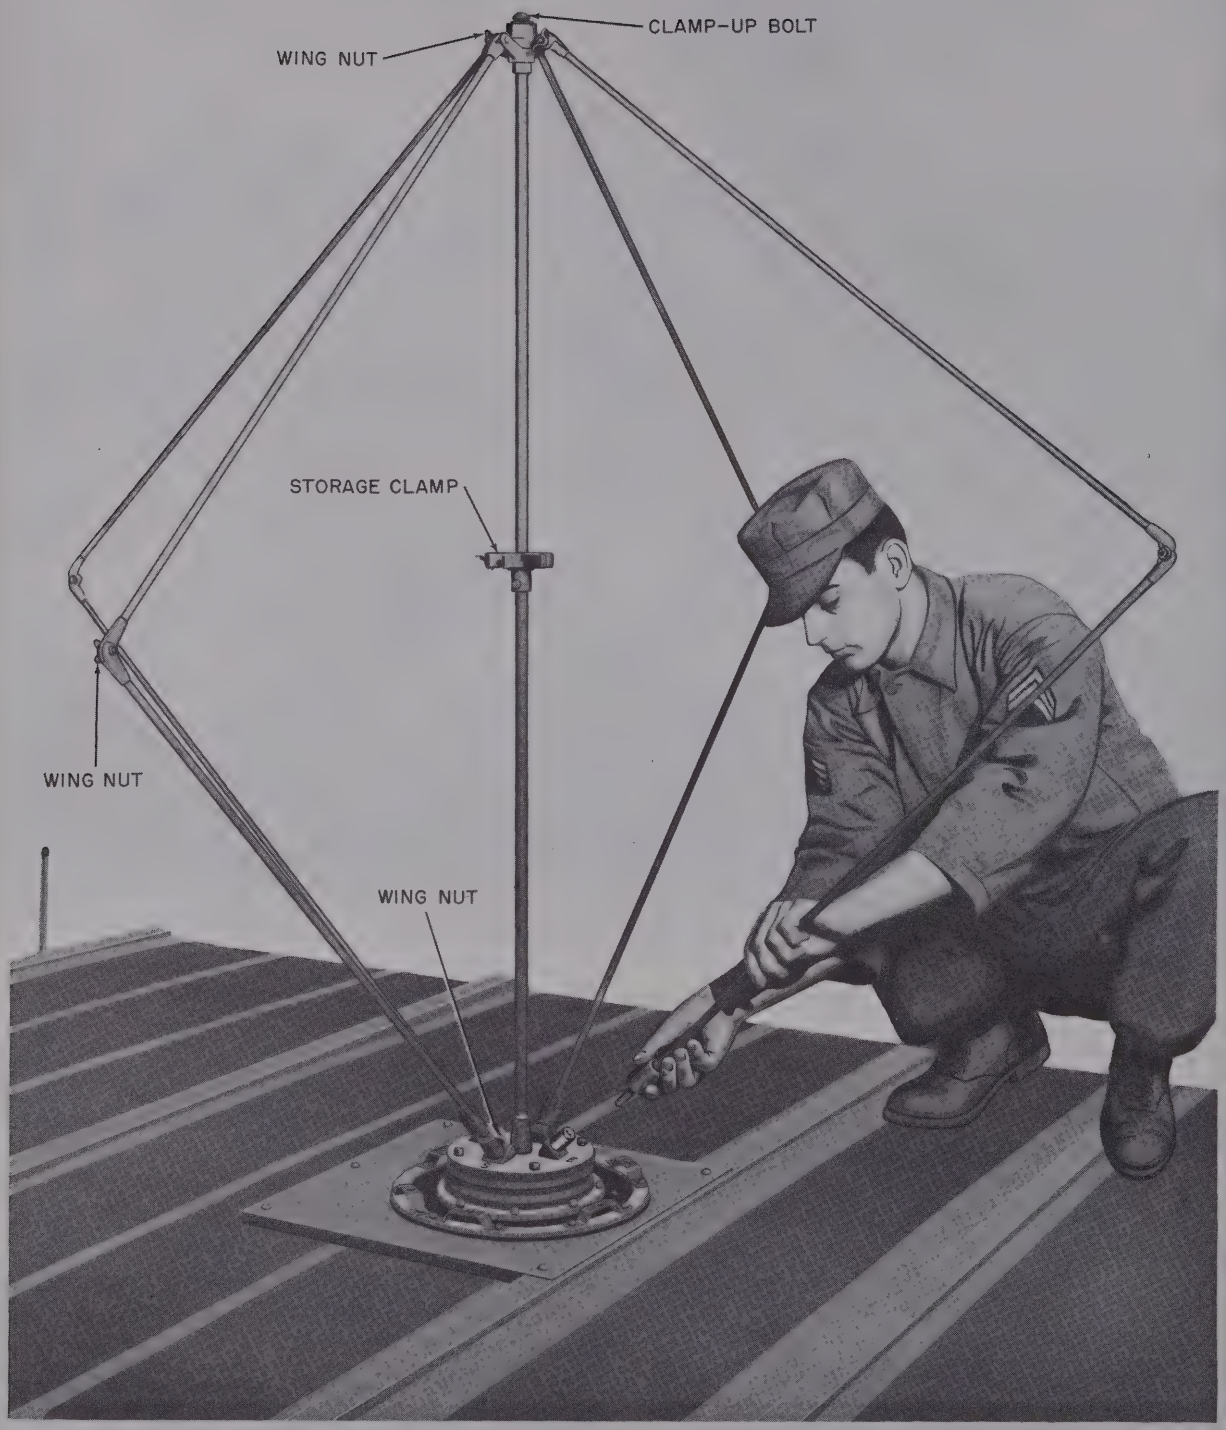

Figure 38. Installing Antenna AT-297/TRD-4 (crossed loop).
40. Erection of Crossed-Loop Antenna (fig. 38)
(6) Push the goniometer drive back into the cabinet and tighten the four captive screws on the front panel of the goniometer drive.
a. On top of the shelter, remove the single-loop antenna attached to the top link. This is accomplished by taking out the clamp-up bolt (fig. 38) and loosening the two clamp-up bushings. Loosen the wingnuts at the E and W connectors on the antenna base and pull the east and west legs out of their respective sockets. The link may then be pulled straight up and off the center mast (sense monopole).